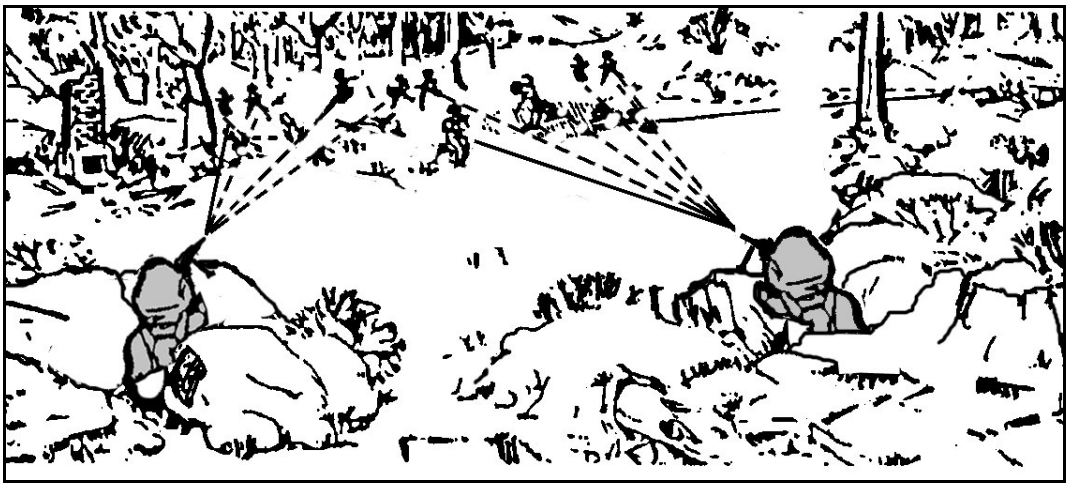

Figure 5-14. Engagement of area targets with a pair of gunners.
(1) *Area Targets*. When using a pair of machine guns to engage area targets, the gunner on the right fires on the right half, and the gunner on the left fires on the left half. The point of initial aim and adjustment for both gunners is on the midpoint. After adjusting fire on the center of mass, both gunners distribute fire by applying direction and elevation changes that give the most effective coverage of the target area. The right gunner traverses to the right, applies the necessary amount of search, and fires a burst. He traverses and searches up and down until the right flank of the area target has been reached. The left gunner traverses and searches to the left flank in the same way. Both gunners then reverse the direction of manipulation and return to the center of mass, firing a burst after each combined direction and elevation change (Figure 5-14, page 5-10).